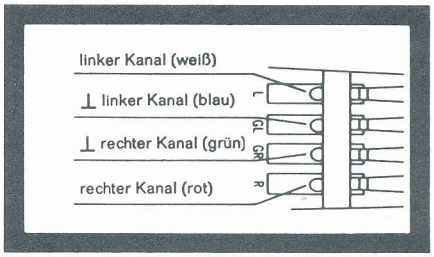

Fig. 15
4. Die Anschlüsse am Systemträger sind gekennzeichnet, die Anschlußlitzen sind farbig (Fig. 15). Verbinden Sie die Anschlußlitzen des Systemträgers mit den entsprechenden Anschlußstiften des Tonabnehmersystems.